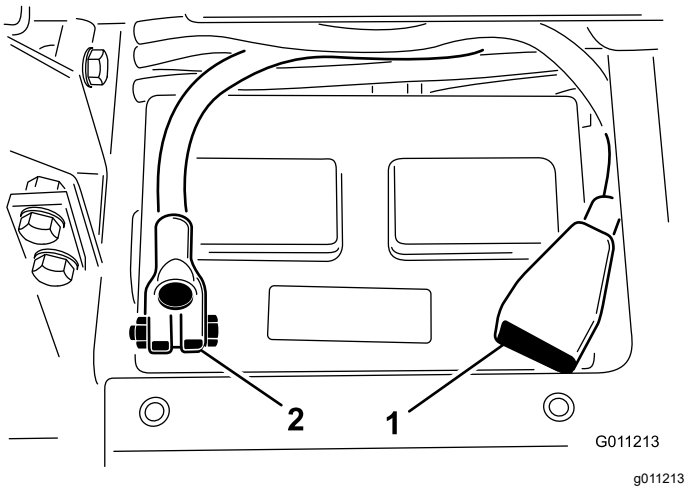

**Figur 5**
4. Monter den positive kabelen (rød) til den positive (+) batteriklemmen, og fest dem med T-bolt og mutter (Figur 5).
5. Monter den negative kabelen (svart) til den negative (–) batteriklemmen på batteriet, og fest dem med T-bolt og mutter (Figur 5).